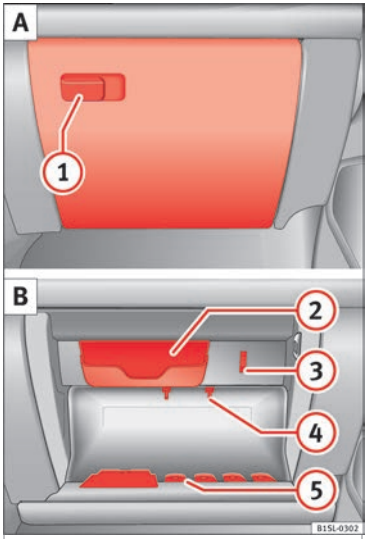

Fig. 121 Storage compartment with cover on the passenger side
Pull the lever to *open* ››› **Fig. 121** (1).